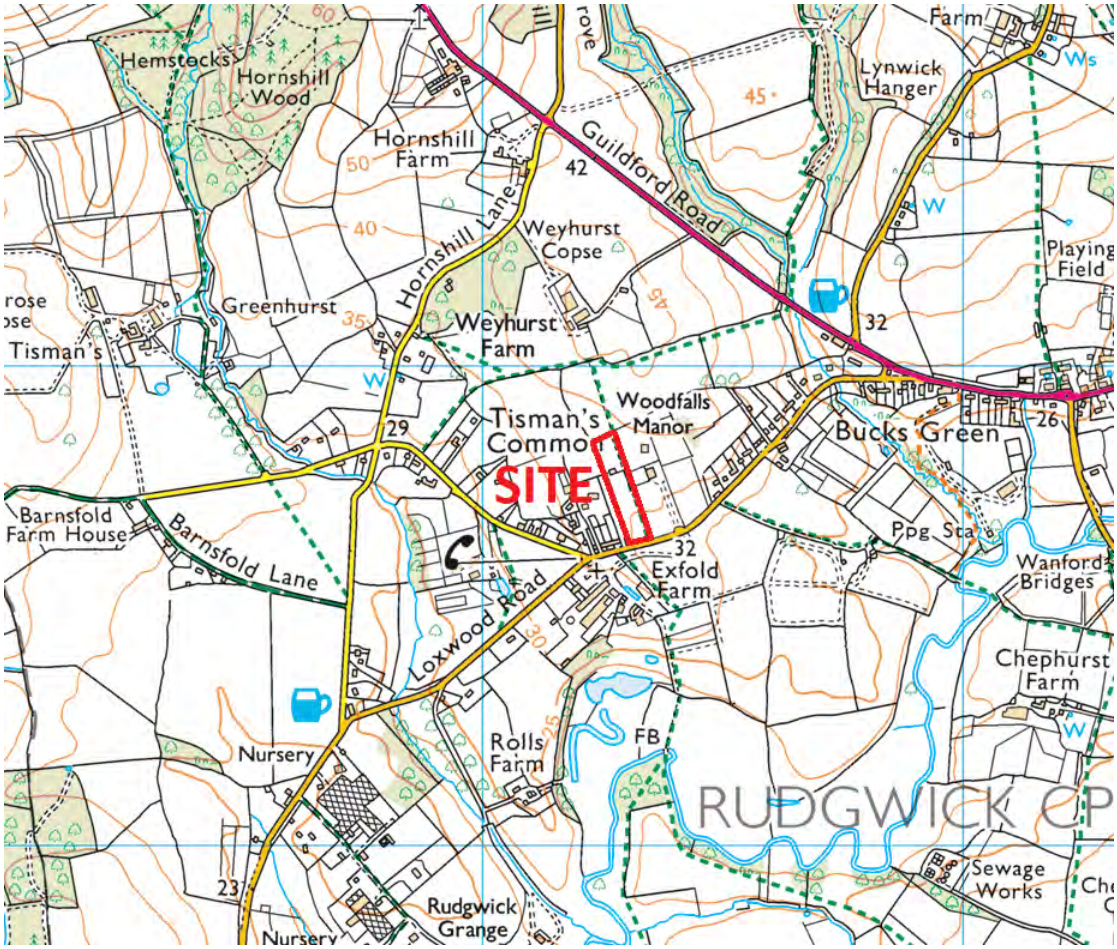

Figure 2.1 – Site Location Plan
2.1 The site is located on the outskirts of Rudgwick, West Sussex and is used by the applicant as an equine school for the rearing and training of horses for use in equestrian sport. Figure 2.1 below shows the location of the site.